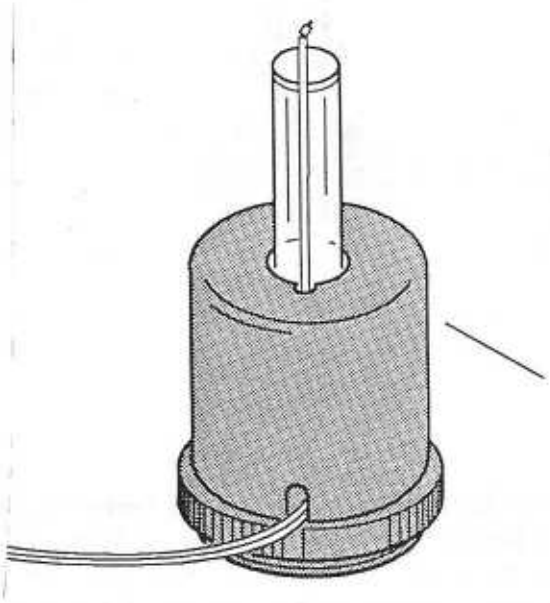

Bild 12
11. Setzen Sie den Probenträgermantel wieder auf. Beachten Sie hierbei die Aussparungen für Thermoelement und Thermoelementekabel (s. Abb. 12).